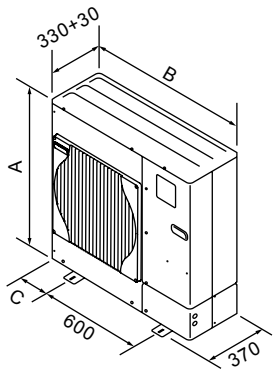

Fig. 2-1
2.2. Dimensions extérieures (Appareil extérieur) (Fig. 2-1)